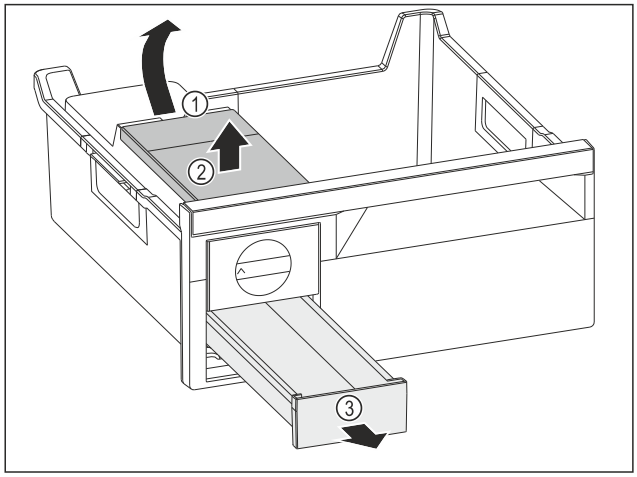

Fig. 181
▶ Sacar el depósito de agua: Subir el depósito de agua por la entalladura *Fig. 181 (1)*.
▶ Extraer el depósito de agua *Fig. 181 (2)* por arriba.
▶ Extraer el cajón para cubitos de hielo *Fig. 181 (3)* por delante.